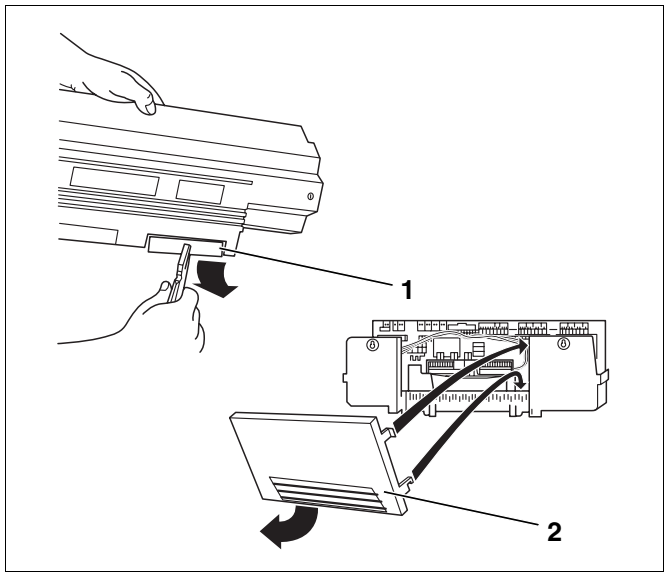

Fig. 35 Preparare il canale passacavi
- Rompere i segmenti amovibili (fig. 35, **pos. 1**), se necessario, nel pannello posteriore del passaggio cavi (Logamatic 4xxx) ev. togliere il lamierino del pannello posteriore (Logamatic 4xxx) (fig. 35, **pos. 2**).